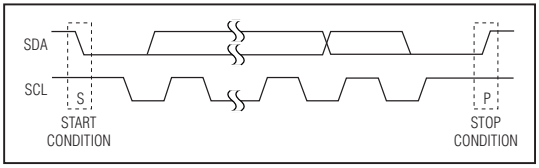

Figure 3. Start and Stop Conditions
Each transmission consists of a START condition (Figure 3) sent by a master, followed by the MAX7315 7-bit slave address plus R/$\overline{W}$ bit, a register address byte, one or more data bytes, and finally a STOP condition (Figure 3).
Both SCL and SDA remain high when the interface is not busy. A master signals the beginning of a transmission with a START (S) condition by transitioning SDA from high to low while SCL is high. When the master has finished communicating with the slave, it issues a STOP (P) condition by transitioning SDA from low to high while SCL is high. The bus is then free for another transmission (Figure 3).